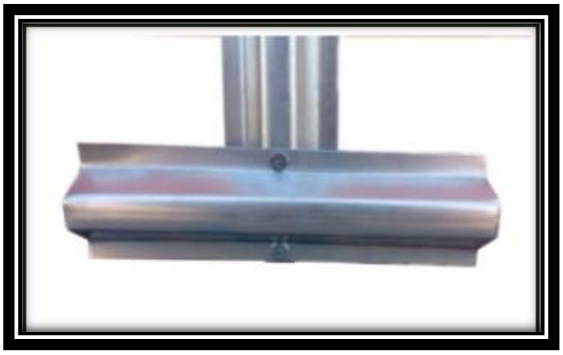

Bild 6
5. Förbered för att gräva ned stängerna. Skruva ned stöttepelarna i marken (nr. 4) vid nedre delen av sido/bottenstången till valvet (nr 3) med skruvar M5-12 (16) och muttrar M5 (19) (bild 6)